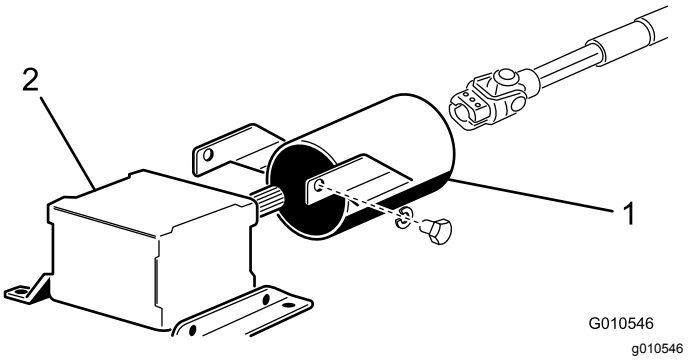

**Figur 8**
1. Fjern de 2 maskinskruer og låseskiver, der fastgør kraftudtagsafskærmningens monteringsbeslag på gearkassen (Figur 8).
2. Skub kraftudtagsakslens afskærmning på kraftudtagsakslen - placer afskærmningen som vist i Figur 8.